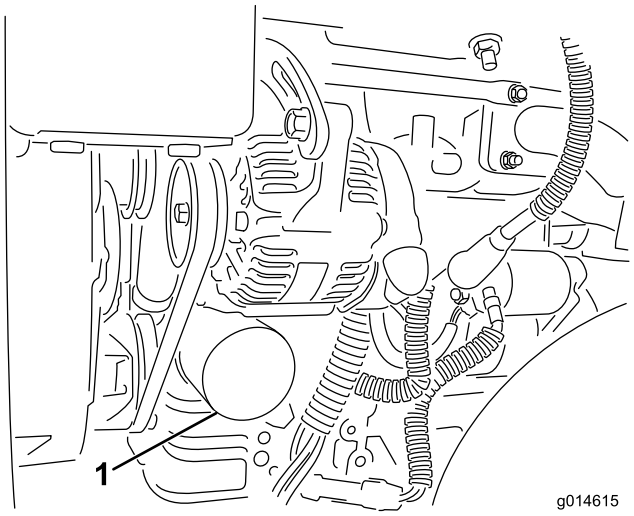

Figuur 46
2. Verwijder het oliefilter (Figuur 46). Smeer een dun laagje schone olie op de pakking van het filter.